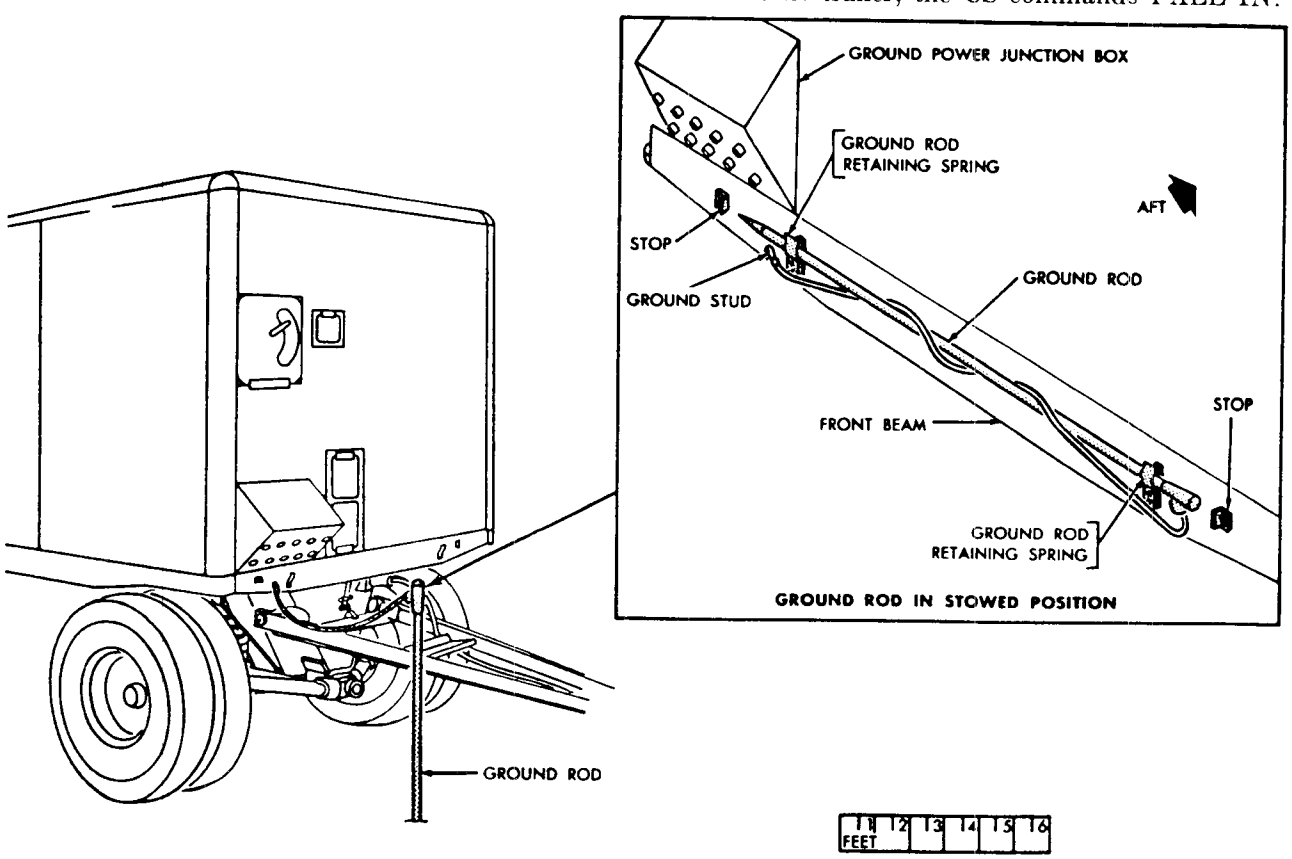

*Figure 205. Ground rod and cable.*
*f. Connecting Ground Rod* (fig. 205).
3 removes the ground rod from its supporting brackets at the forward end of the trailer and unwinds the cable, drives the ground rod into the ground at a distance from the trailer equal to at least one-half the cable length, and then fastens the cable to the terminal stud on the underside of the trailer. Figure 205 shows the ground rod installed for the launching control trailer. The ground rod on all trailers are the same but are installed in a different location. At the battery control trailer and radar control trailer, the ground rod cable is connected to the roadside.